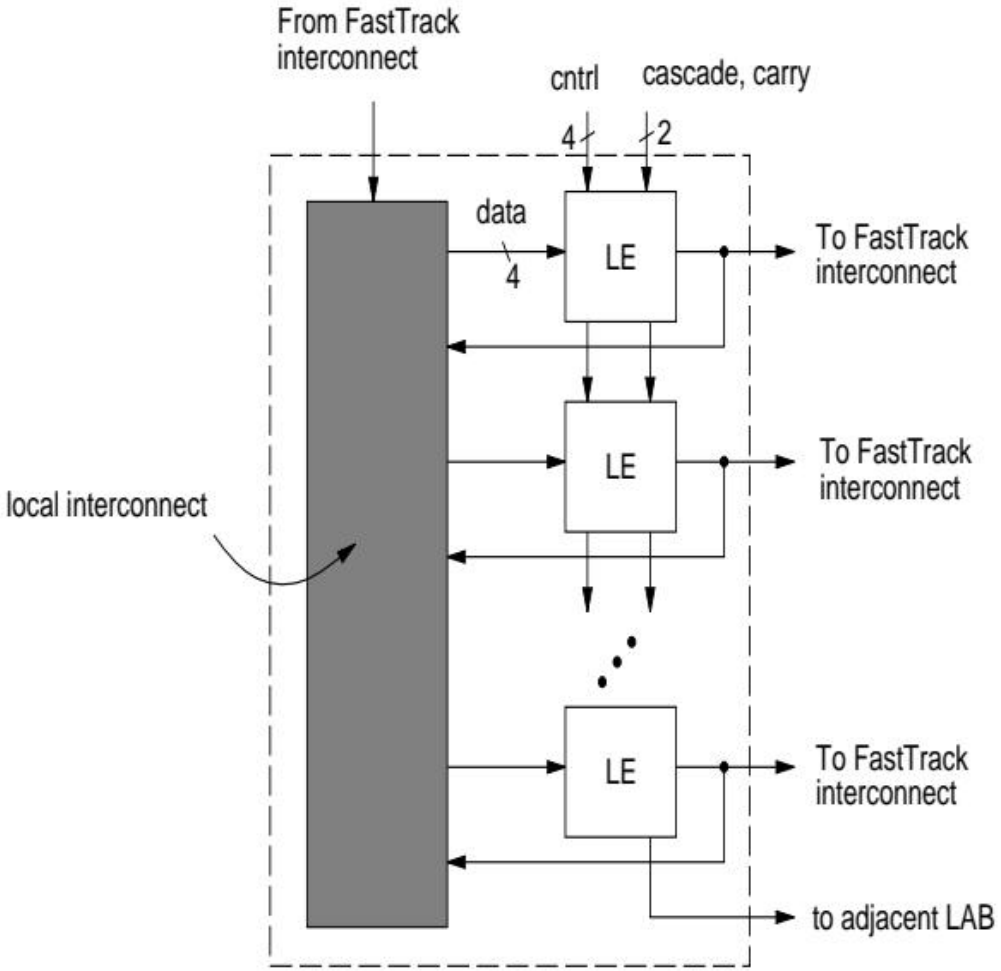

图 14: *Altera FLEX 8000* 逻辑阵列块（*LAB*）。
- 如图 14 所示，每个 LAB 包含本地互连，每条本地线可以连接同一 LAB 内的任何 LE。